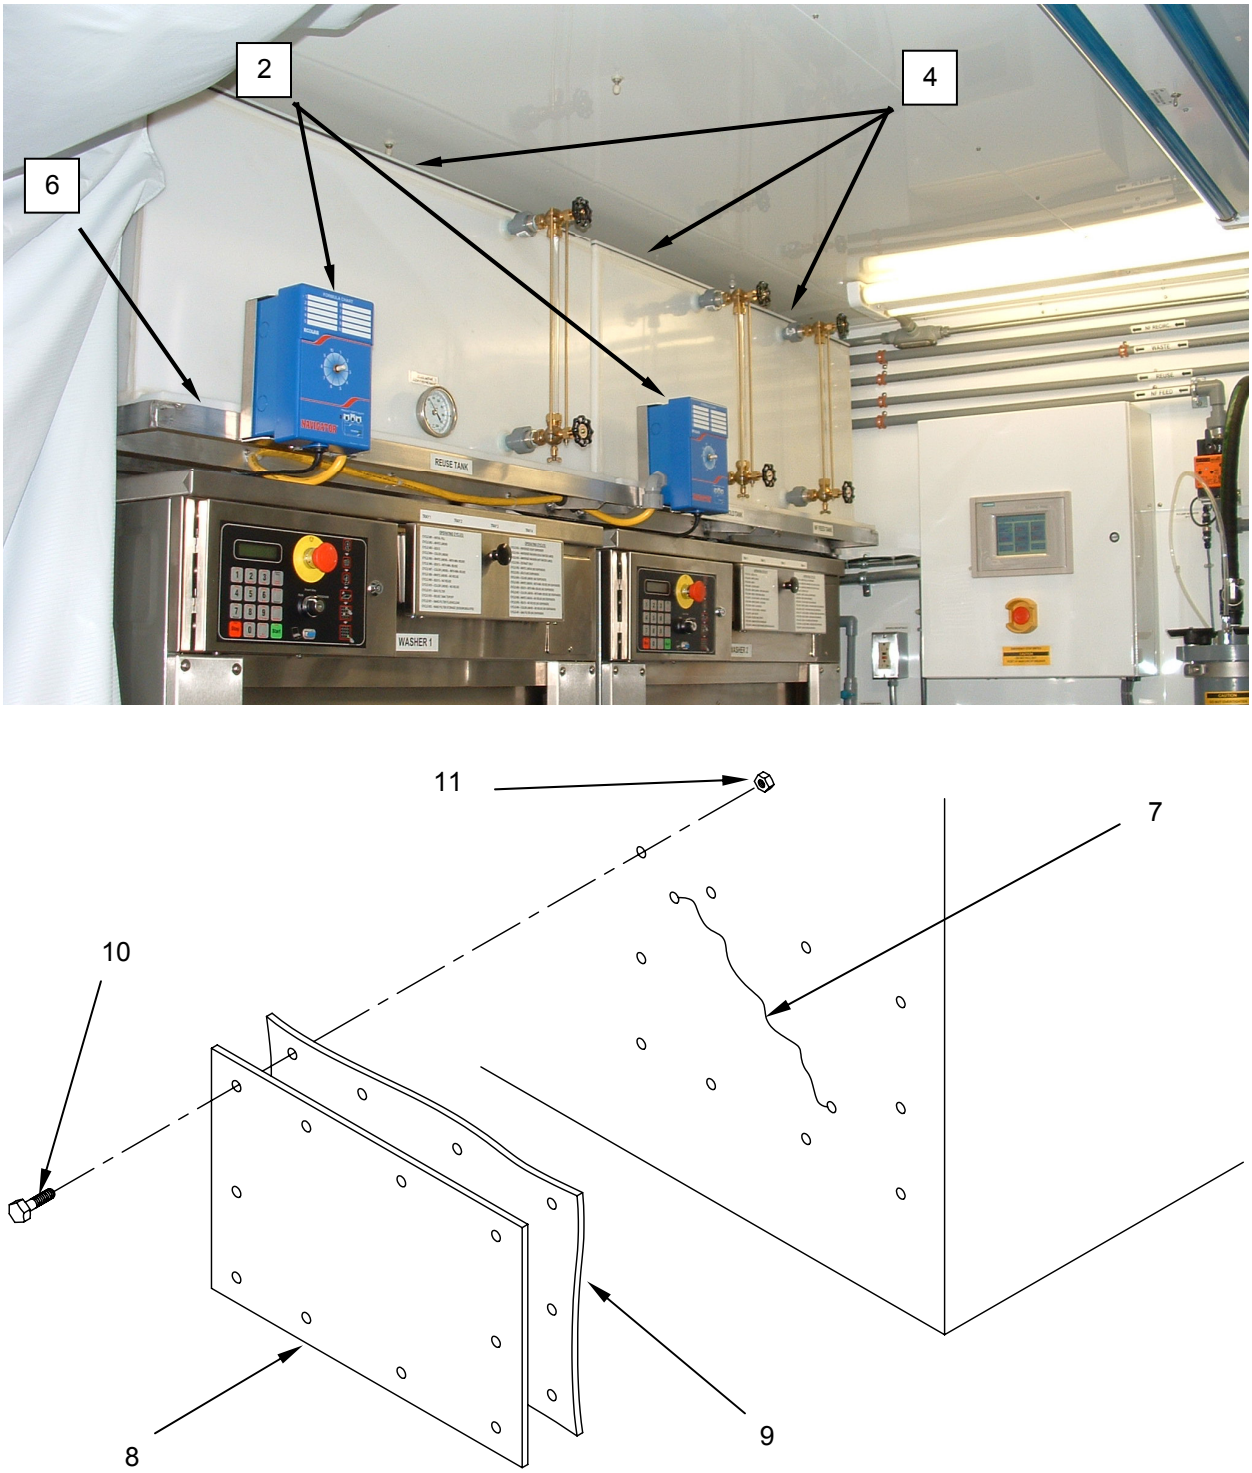

Figure 2. Repair the Water Reuse Holding Tanks.
10. If tank is cracked, drill ends of crack **(Figure 2, Item 7)** and clean crack of any residue.
11. Allow tank **(Figure 2, Item 4)** to dry completely.
13. If the damage is more substantial, cut a patch **(Figure 2, Item 8)** of plastic or metal large enough to cover the damaged area with approximately 1 ½ -inch (4 cm) overlap.
14. Cut a rubber or paper gasket **(Figure 2, Item 9)** to match the patch, with approximately ½ -inch (1 cm) overlap.
15. Drill ¼-inch holes at 1-inch intervals around the perimeter of the patch **(Figure 2, Item 8)**.
16. Place the drilled patch **(Figure 2, Item 8)** in location over the damaged area of the tank, mark the holes, and drill corresponding holes into the tank **(Figure 2, Item 4)**.
17. Place the patch **(Figure 2, Item 8)** over the gasket **(Figure 2, Item 9)**, mark the holes, and cut corresponding holes in the gasket.
18. Assemble the patch **(Figure 2, Item 8)** and gasket **(Figure 2, Item 9)** together with stainless steel 1/4 - 20 x 1 machine screws **(Figure 2, Item 10)**.
19. Install the assembled patch **(Figure 2, Item 8)** onto the tank **(Figure 2, Item 4)**, and fasten each machine screw with a stainless steel 1/4 - 20 nut **(Figure 2, Item 11)**.
22. Install the assembled tank **(Figure 2, Item 4)** in place and retain with original hardware.
23. Install hose connections, electrical connections, and fittings, including the sight glass assembly, onto the tank **(Figure 2, Item 4)** as tagged.
24. Remount the soap dispenser control modules **(Figure 2, Item 5)**.